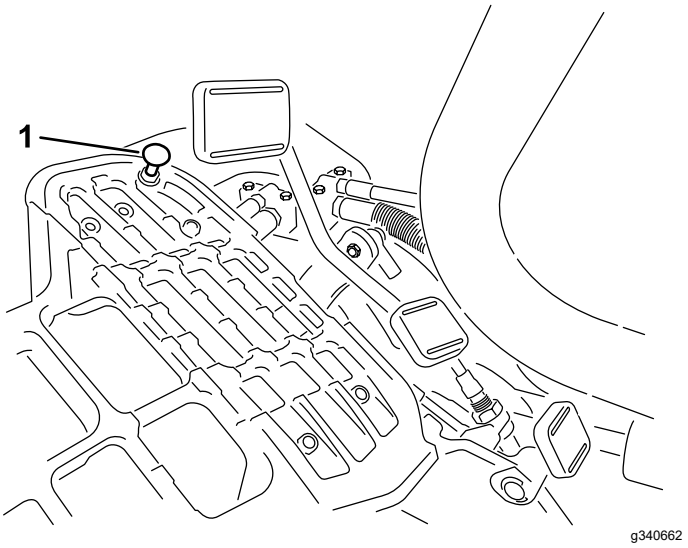

Figure 39
Pour obtenir la vitesse de transport maximale, placez le sélecteur de fonction en position de TRANSPORT et appuyez sur la pédale de déplacement. Si la pédale touche la butée (Figure 39) avant que la tension soit ressentie sur le câble, procédez comme suit :
1. Placez le sélecteur de fonction à la position de TRANSPORT et desserrez le contre-écrou de fixation de la butée de pédale au plancher (Figure 39).